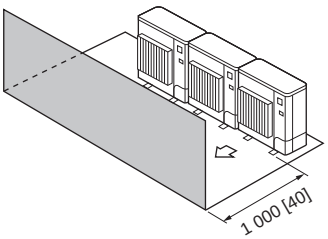

Fig. 2-14
3. Obstacles uniquement à l'avant (Fig. 2-14)